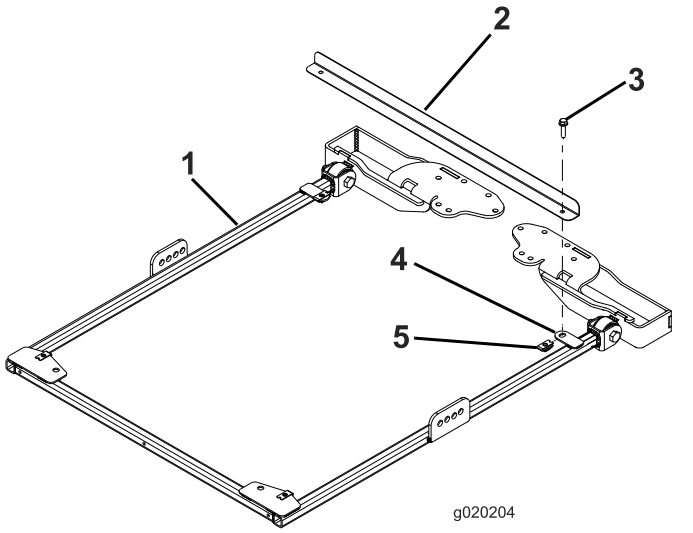

Figur 30
1. For at justere rammen korrekt skal rammejusteringsstangen fastgøres på monteringstapperne på bagsiden af solskærmens ramme med 2 flangehovedbolte (5/16 x 1-1/4 tommer) som vist i Figur 30.